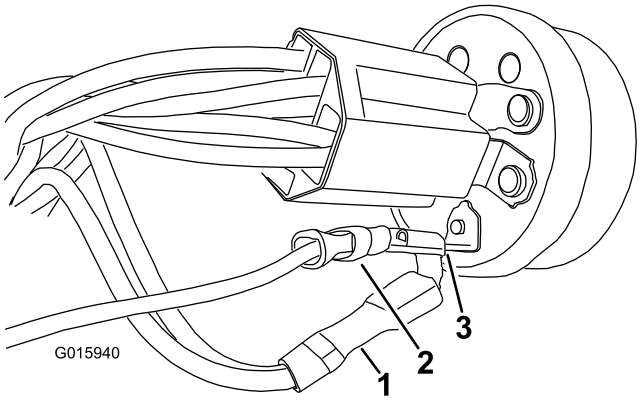
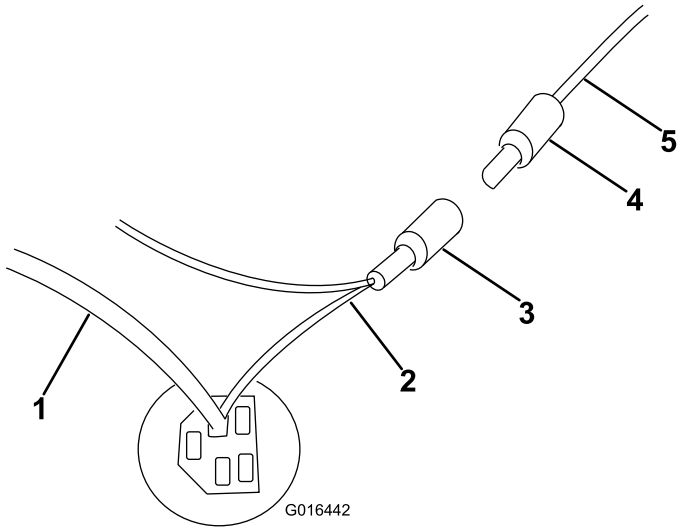

**Figura 14**
**Figura 15**
8. Si el interruptor de encendido tiene 6 terminales (Figura 14), vaya al paso 9. Si el interruptor de encendido tiene 5 terminales (Figura 15), vaya al paso 10.
9. Crimpe un conector macho-hembra en el cable rojo del arnés del alumbrado. Retire el conector simple del interruptor de encendido. Conecte el terminal macho-hembra en esta posición, luego vuelva a conectar el terminal que retiró al terminal macho-hembra (Figura 14).
10. Corte el cable rosa fino por la mitad, retire el aislamiento y conéctelo al terminal bala hembra de color azul. Luego crimpe el terminal bala macho al cable rojo del arnés del alumbrado y conéctelo al interruptor de encendido en la posición indicada en Figura 15.